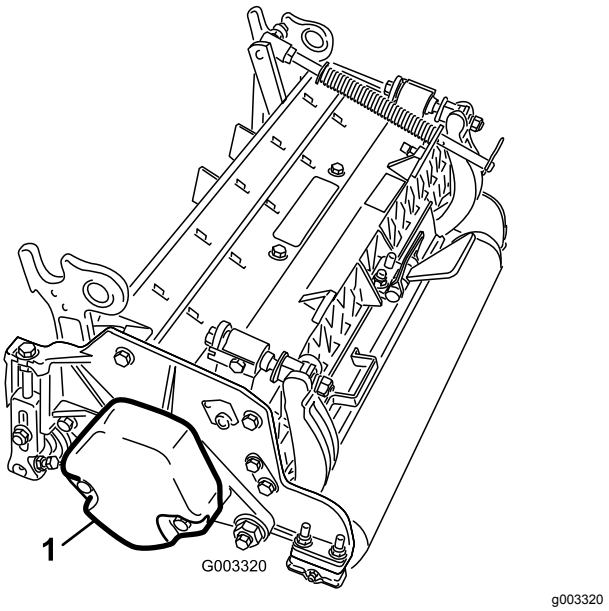

Figur 4
4. Kontrollera att motvikten (Figur 4) har monterats på rätt sida av klippenheterna i enlighet med anvisningarna i *bruksanvisningen* till klippenheterna.